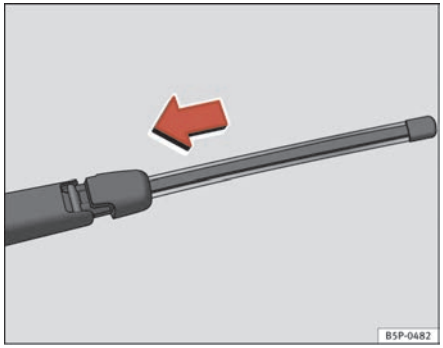

**Fig. 165 Mount rear window wiper blade**
– Place the blade as shown in the ⇒ page 227, fig. 165 and slide the adapter along until it fits into place.